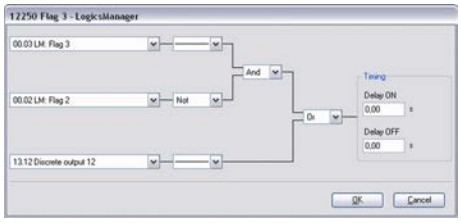

Fig. 172: LogicsManager function "Flag 3"
4. Configure the LogicsManager function "Flag 3" as shown in (Fig. 172).